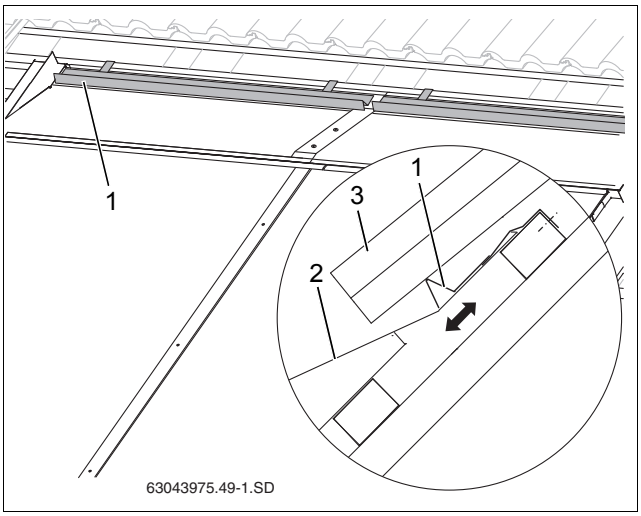

Рис. 60 Укладка и крепление опор для черепицы
- – как можно дальше перекрыть накладной лист (рис. 60, [2]), при этом не касаясь его и
- ▶ Установите опору (рис. 60, [1]) в нужном положении и прикрепите к обрешетке.
- ▶ Положите обрезанные черепицы (рис. 60, [3]).